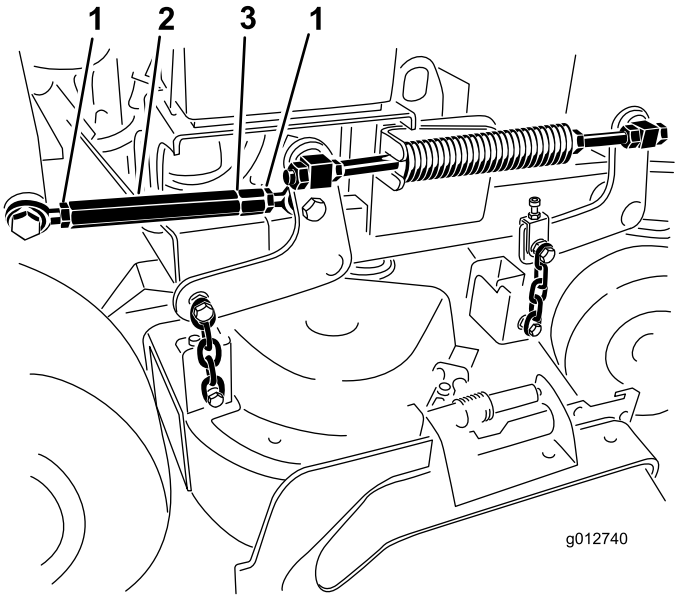

Figuur 86
7. Draai de contramoeren aan beide zijden van de spanschroef los (Figuur 86).
Opmerking: Het uiteinde van de spanschroef met de groef erin heeft linkse schroefdraad (Figuur 86).